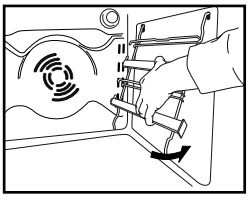

Fig. 4
4. Установите боковые решетки-держатели в камеру духовки *(Рис. 4)*.